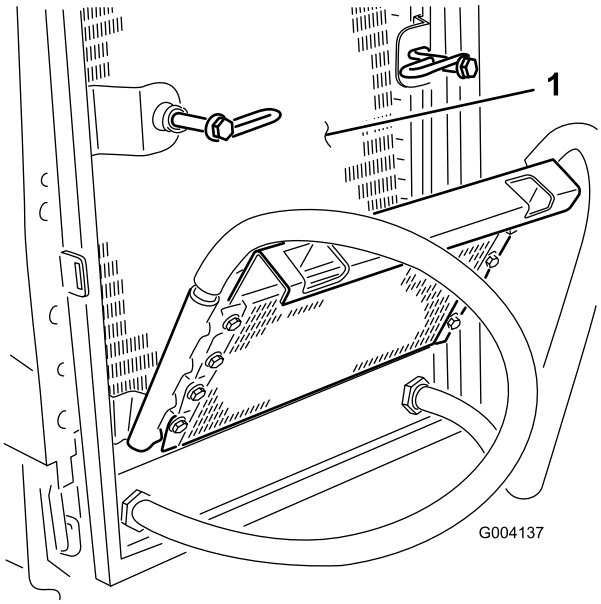

Figur 58
7. Börja från fläktsidan av kylaren och blås den ren med tryckluft med lågt tryck (3,45 bar) (använd inte vatten). Upprepa steget från kylarens framsida och därefter på nytt från fläktsidan. Rengör noga på båda sidor om oljekylaren. När kylaren och oljekylaren har rengjorts noga ska eventuellt skräp som har samlats på maskinens övriga delar (Figur 58) blåsas bort med tryckluft.